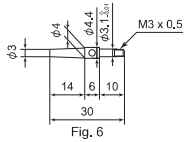

Fig. 6
**Shape only the tip of hammer bit (14mm length portionas) shown in Fig. 6 to prevent hammer bit from losing the strength.**